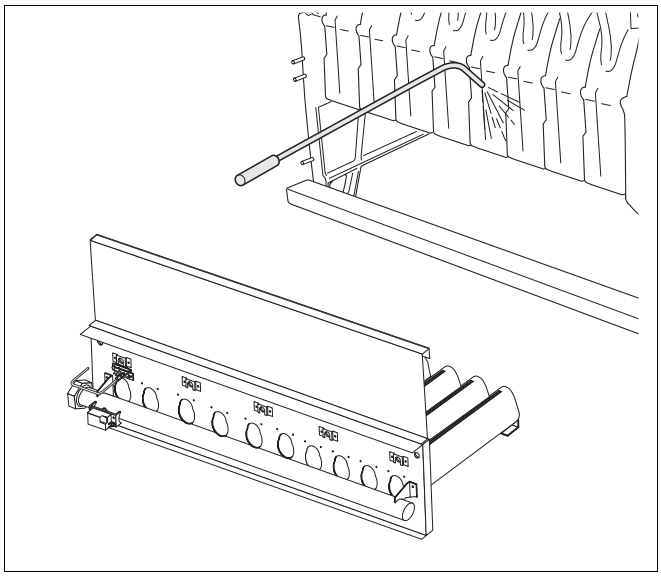
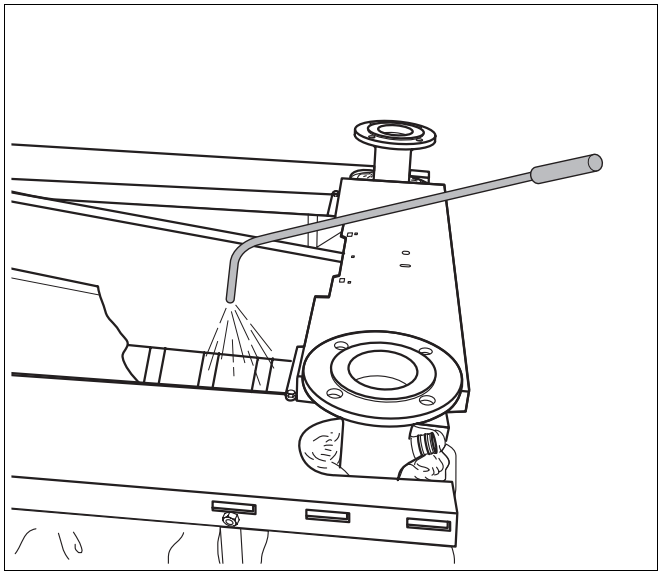

Afb. 19 Verwarmingsketel chemisch reinigen
Afb. 20 Verwarmingsketel chemisch reinigen
- Sproei het reinigingsmiddel gelijkmatig langs boven en langs de zijkant in de rookgaskanalen (afb. 19 en afb. 20).